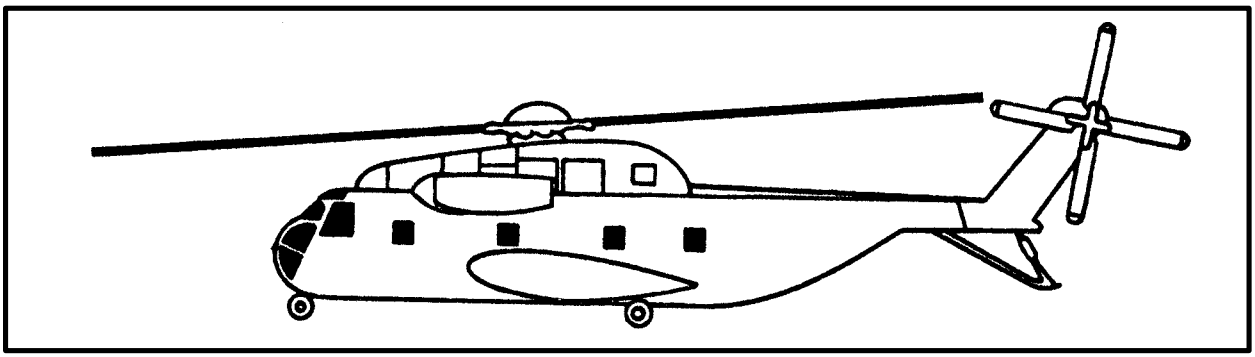
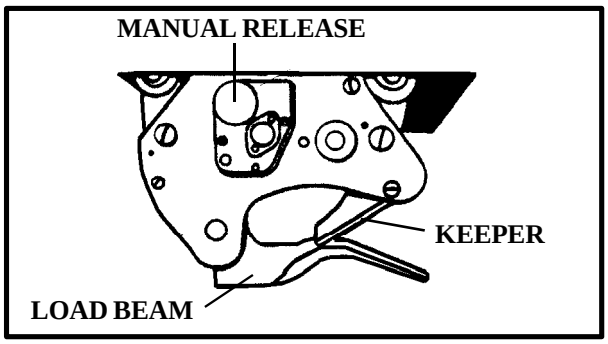

*Figure 2-16. H-53A/D Stallion*
*Figure 2-17. H-53 Cargo Hook System*
**f. H-53.** The H-53 Stallion (Figure 2-16) is a twin engine, single main rotor helicopter produced by Sikorsky Aircraft. Its primary mission is to either aerial deliver supplies and equipment or conduct airborne mine countermeasures (mine sweeping). The maximum capacity of the single cargo hook is 20,000 pounds (Figure 2-17). The cargo hook is suspended from an opening in the floor. The AC6000500 Mod-1 pendant system can be used with this aircraft. The aircrew can open the cargo hook electrically or manually. A manual release knob is located on the right side of the hook. In an emergency, the ground crew can rotate the manual release knob clockwise to open the cargo hook, if directed by the aircrew. If the manual release knob fails to open the cargo hook, the hook is not usable and another aircraft must be used to lift the load.